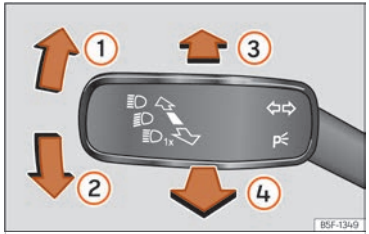

Fig. 84 Palanca d'intermitents i de llum de carretera.
- Des de la posició base, premeu cap endavant la palanca dels intermitents i llum de carretera ››› fig. 84 ③.
- **O BÉ:** si l'assistent del llum de carretera està connectat, estireu cap enrere la palanca dels intermitents i de llum de carretera ››› fig. 84 ④.